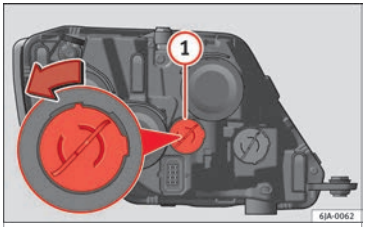

Fig. 149 Changing daytime driving light bulbs.
– Turn the bulb holder ››› **Fig. 149** (1) anti-clockwise and remove it.